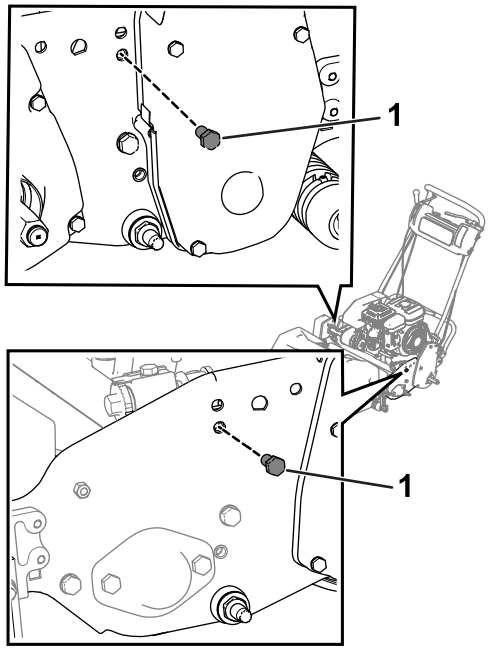

Рисунок 4
1. Отверните и удалите в отходы болты верхней рамы с обеих боковых пластин, как показано на Рисунок 4.